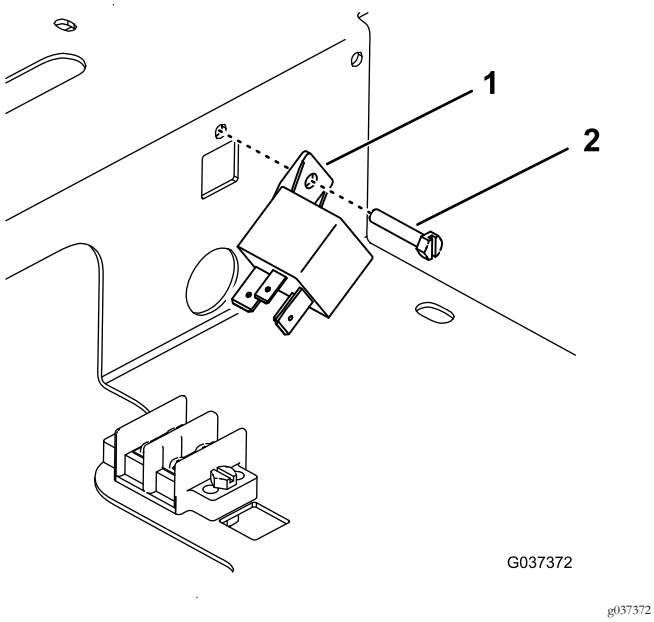

Figura 5
5. Montate il relè di alimentazione sul dado piatto sul lato del vano con una vite (Figura 5).